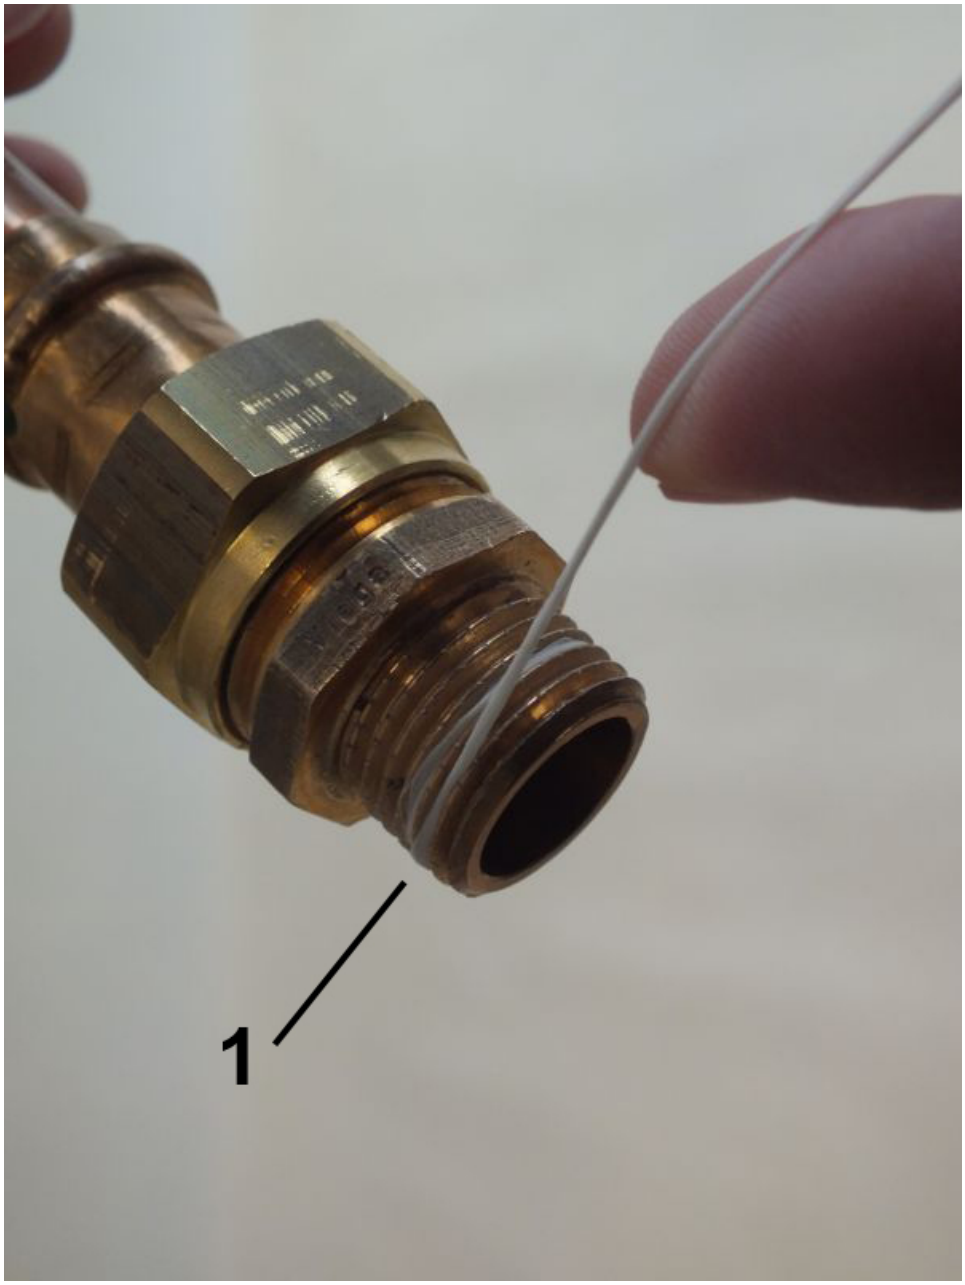

Abb. 8: Dichtfaden aufbringen
2. Dichtfaden (*Abb. 8*/1) in Gewinderichtung auf das aufgeraute Gewinde aufbringen, dabei Mengenangaben des Dichtmittel-Herstellers beachten